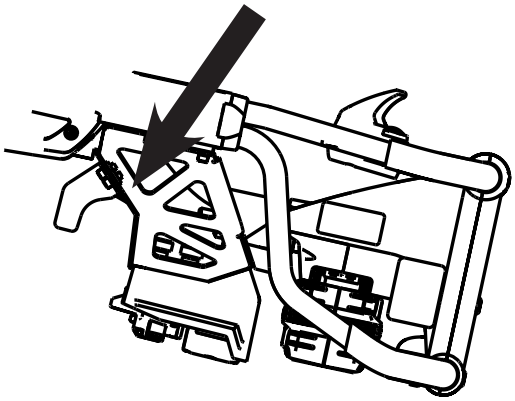

rys. 58
- W przypadku noszy kompatybilnych z systemem Power-LOAD paski należy wydłużyć i zamocować do elementu łączącego po stronie stóp, jak pokazano na rys. 58.